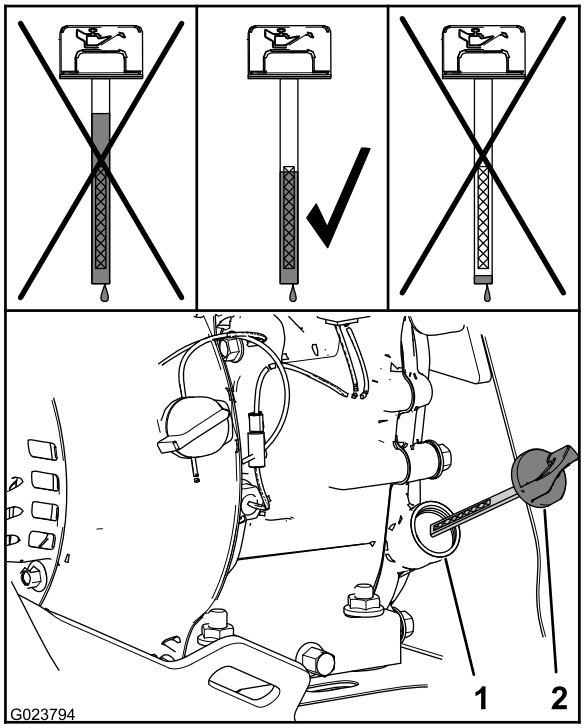

Figure 25
2. Sortez de nouveau la jauge et contrôlez le niveau d'huile (Figure 25).
Remarque: Le niveau d'huile doit atteindre le haut du repère sur la jauge (Figure 25).
A. Versez de l'huile spécifiée dans le goulot de remplissage (Figure 25).